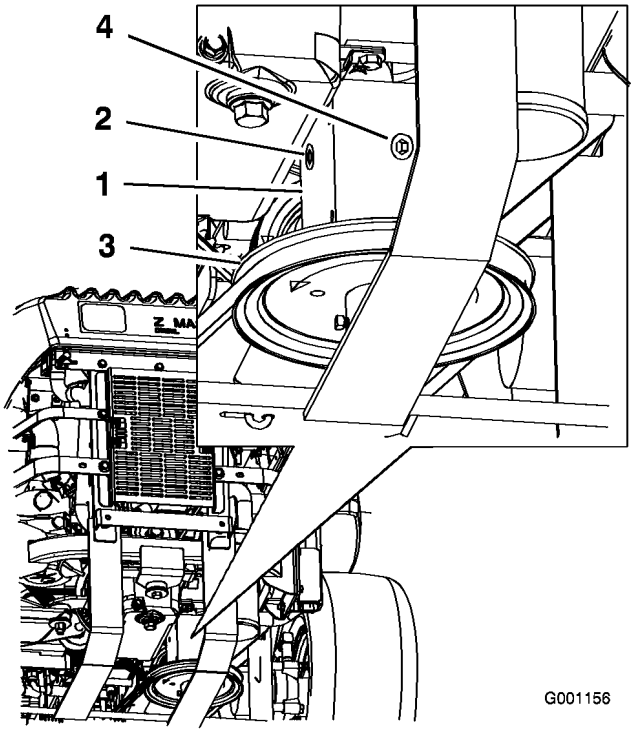

Figur 52
4. Fjern side- eller bakpluggen på girkassen. (Figur 52).